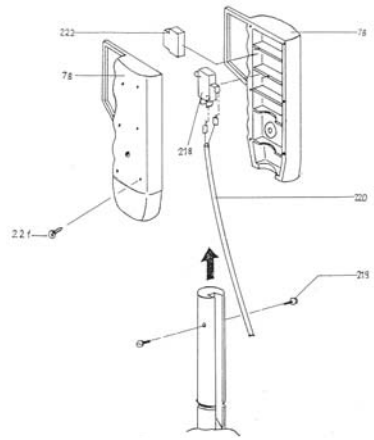

Abb. 9: Montage des Steuergriffs
Schritt 3: Den Knopf [222] und den Hebelarm [22] in den Griff einsetzen und den Griff mit den Schrauben [221 und 219] zusammenschrauben. Dabei ist darauf zu achten, dass das Kabel in die Aussparung des Hebelarms [22] eingeführt wird. Eventuell vorhandene Grate entfernen und scharfe Kanten abrunden [Abb. 9].